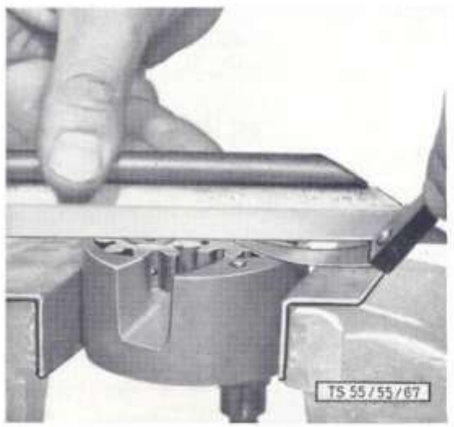

Bild 67: **Höhenspiel der Zahnräder prüfen**
2. Höhenspiel der Räder prüfen. Das höchstzulässige Spiel beträgt 0,1 mm. Zum Messen ein Haarlineal über das Pumpengehäuse legen und mittels Fühllehre die Luft feststellen (Bild 67).